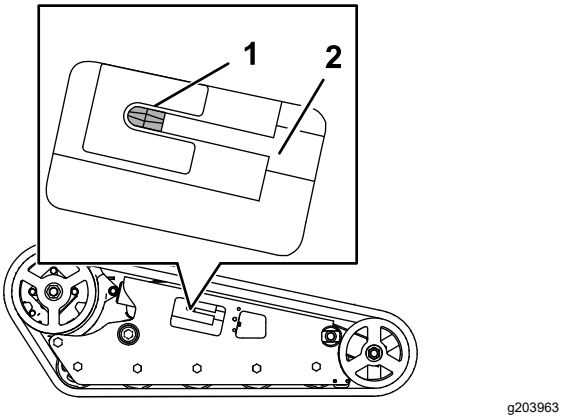

**Figura 67**
15. Gire el tornillo tensor en sentido antihorario hasta que esté apretado del todo (Figura 67).